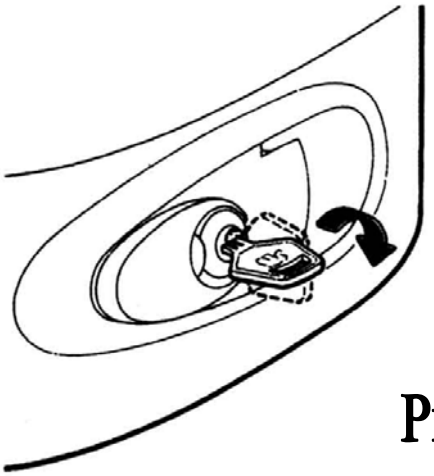

Рис.2
2) Вставьте ключ и поверните его на 90° по часовой стрелке (рис.2).